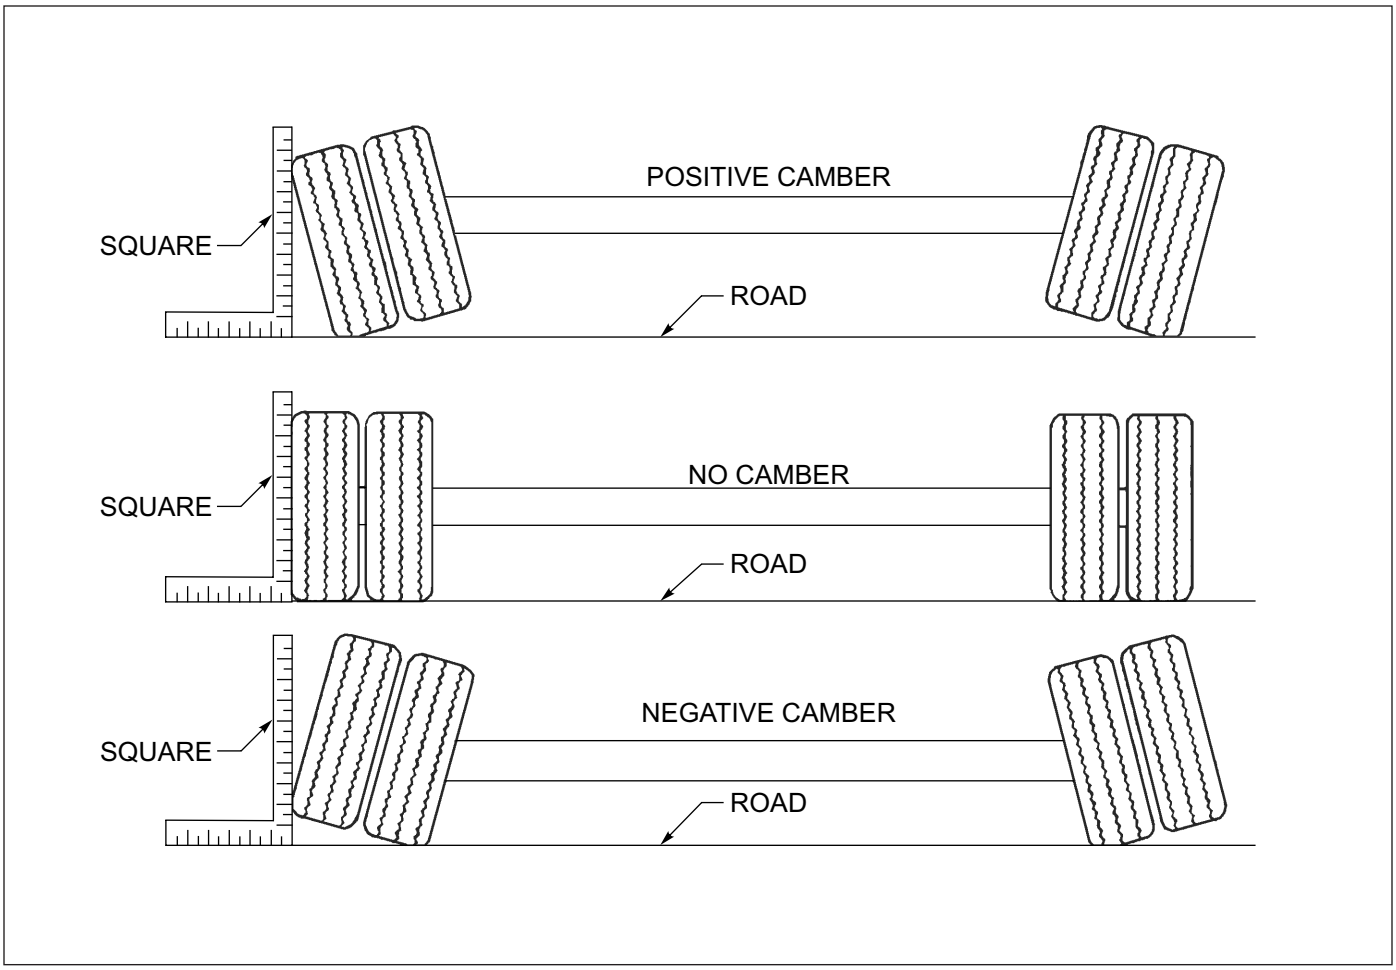

Figure 4-6: Examples of Camber
4. Follow the same procedures as in Steps 2 and 3**,** except place the axle gauge above and below the axle. If gauge point gap is found, the axle has positive or negative camber. The trailer axle has no camber from the factory. If it is found to have positive or negative camber, axle replacement is necessary for examples of camber **(*See Figure 4-6*)**